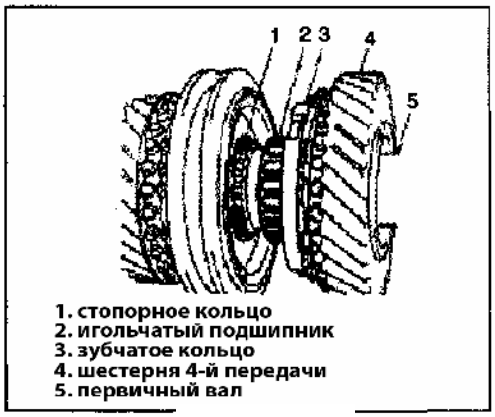

Рис. 374
8) Установите стопорное кольцо и игольчатый подшипник, нанесите смазочный материал, затем установите шестерню синхронизатора и шестерню 4-й передачи (Рис. 374).